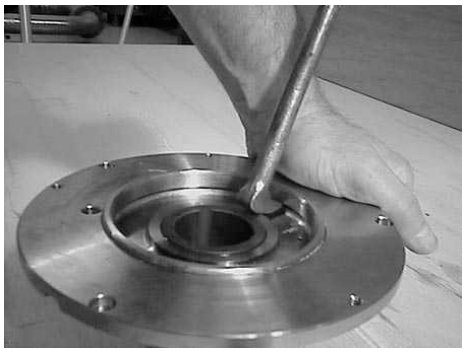

Fig. 30
7.01 Neck Rings (41.01 & 09.01A) are retained by an interference fit and can be removed from their locations by using a suitable puller or pry bar. - **Fig. 30**